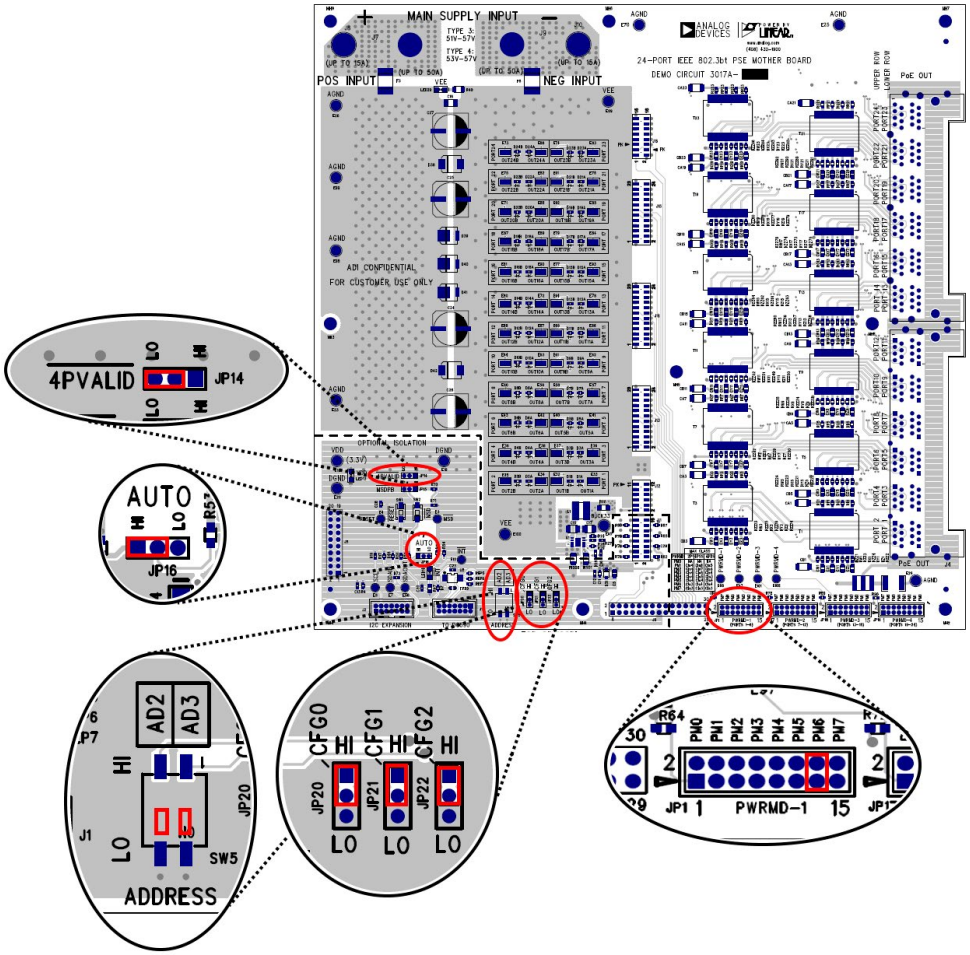
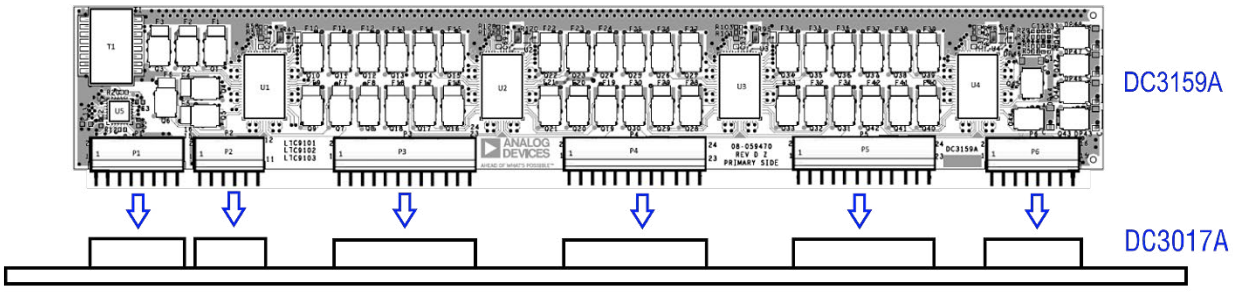
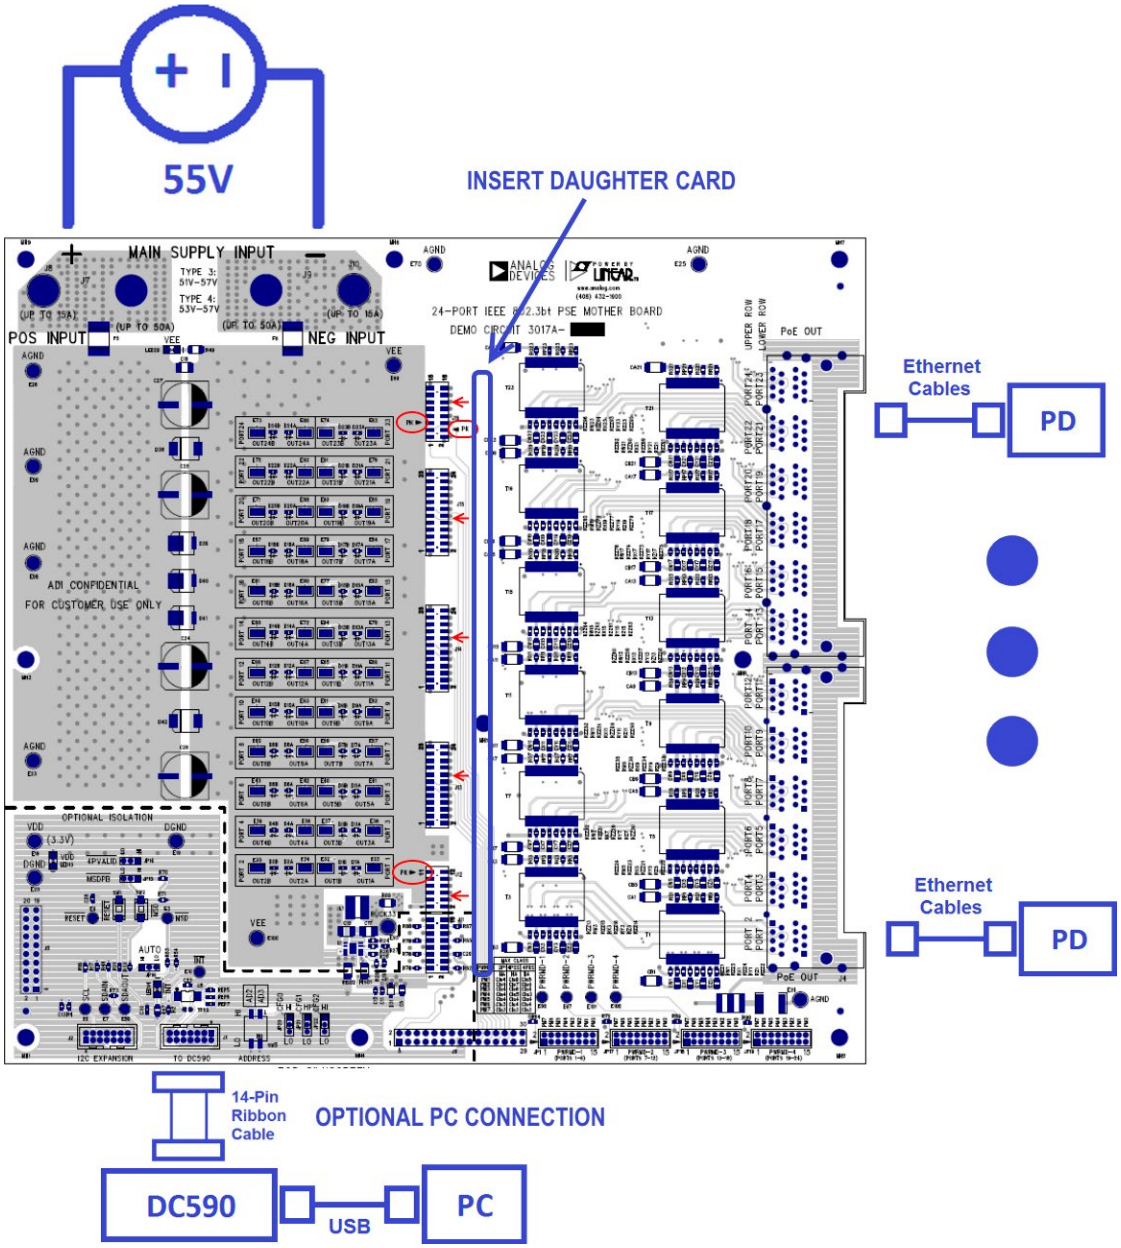

Figure 1. Default Settings for DC3017A Motherboard, Jumpers: $\overline{\text{4PVALID}}$, AUTO, PWRMD0, CFG0, CFG1, and CFG2; Switches: AD2 and AD3
Figure 2. Inserting the DC3159A Daughter Card into J1 through J6 of the DC3017A Motherboard
Figure 3. DC3160A-KIT Connections
Follow the procedure below and refer to Figure 1 through Figure 3, and Table 2 through Table 9 for proper equipment setup and default configuration. This default setup will automatically power all valid PDs at all power classes.
6. Align pin 1 of the 16-pin male connector P1 on the DC3159A daughter card with pin 1 of the 16-pin female connector J11 on the DC3017A motherboard as shown in Figure 2. The six male connectors and six female sockets should match. Keyed pins in J16 and J12 assist with the alignment shown in Figure 3. Carefully push the daughter card straight down until the male and female connectors are flush with each other.
7. Connect a supply to the DC3017A motherboard with the positive rail to POS INPUT (+) and negative rail to NEG INPUT (–) as shown in Figure 3. Use a power supply capable of sourcing the maximum sourced power for all ports to be tested. Ramp the supply up to within the recommended voltage range specified in Table 2.
8. Connect up to twenty-four IEEE 802.3af, 802.3at, or 802.3bt PDs to the motherboard's RJ45 connectors J3 and J4, as shown in Figure 3.
When inserting or removing the daughter card into the DC3017A motherboard, verify all supplies and LEDs are off. Push the card straight down for insertion or pull straight up for removal to avoid bending the connector pins. Follow the instructions in the Quick Start Procedure for alignment and refer to Figure 2.